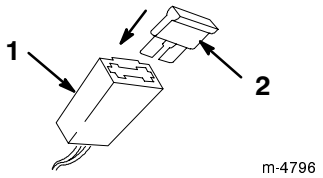

Figuur 9
2. Plaats de zekering in de zekeringhouder zoals wordt getoond in Figuur 9.